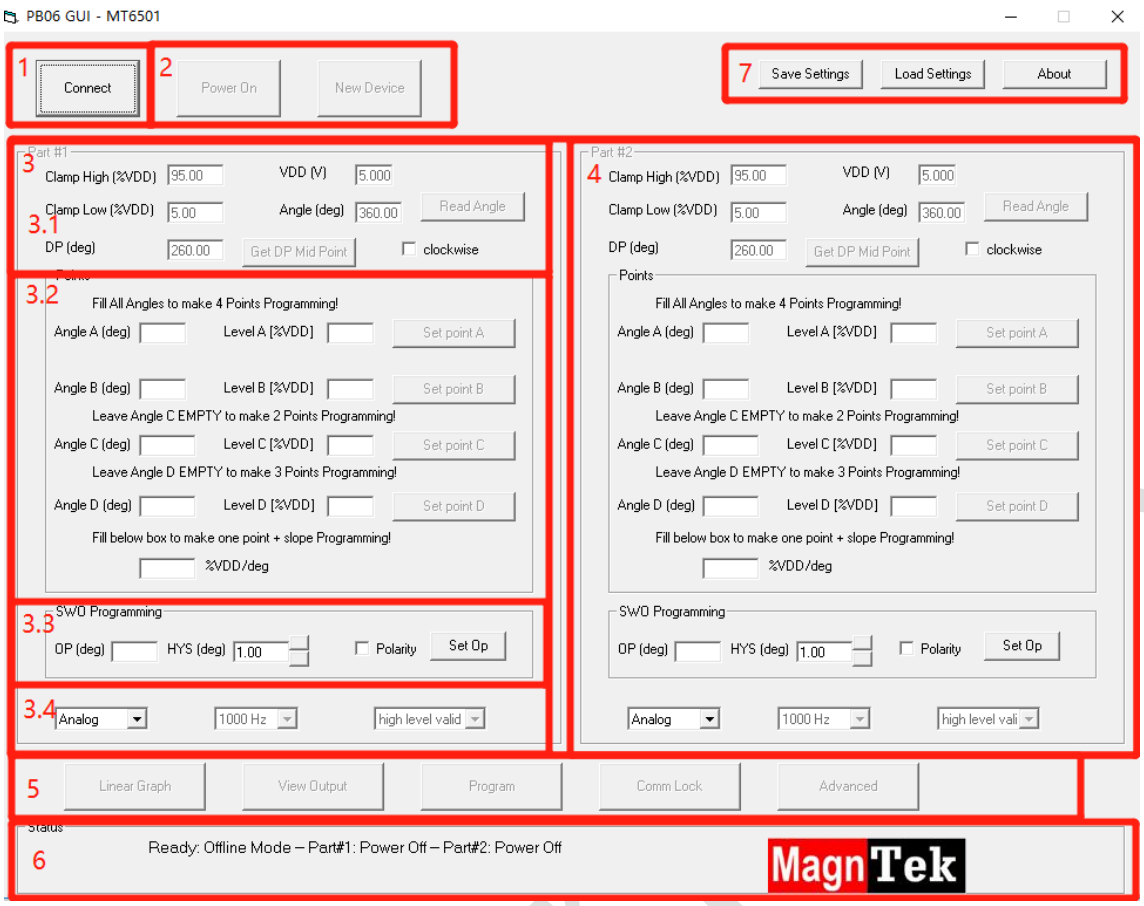

图 4.1.3 GUI 界面
下图 4.1.3 为 PB006 双路单电源编程模式的编程界面。
6、图 4.1.3，红框 4 中包含的所有功能操作与红框 3 中完全一样，不同的在于，3 的所有功能对应于 SITE1,4 的所有功能对应于 SITE2。